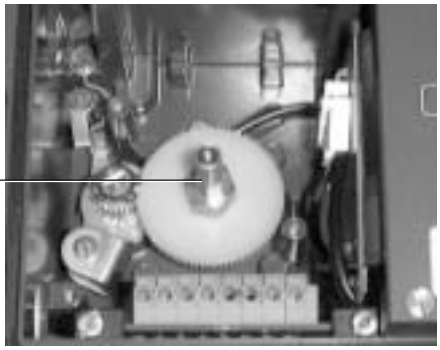

Fig. 7
2.3.5 Screw new spindle (**13**) onto existing central pin (refer to Fig. 7) using a 7 mm spanner.